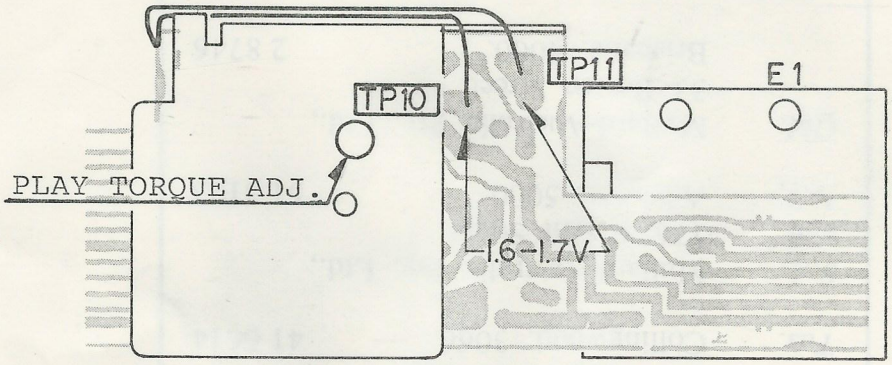

Fig. 25 (C33134130)
(2) Alignment (Refer to Fig. 25)